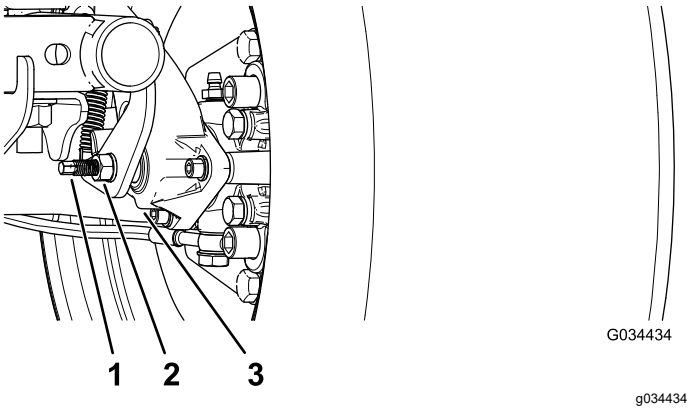

Figura 52
3. Con 2 llaves, sostenga en su sitio el poste de ajuste en la pinza con 1 llave y afloje la contratuerca 1/4 de giro con la otra llave (Figura 52).
4. Mientras sostiene el poste de ajuste y la contratuerca en su sitio, gire el poste hacia dentro para apretarlo (Figura 52).
5. Mientras sostiene el poste de ajuste y la contratuerca en su sitio, retroceda atrás 1/4 de giro (Figura 52).
6. Mientras sostiene el poste de ajuste y la contratuerca en su sitio, apriete la contratuerca (Figura 52).